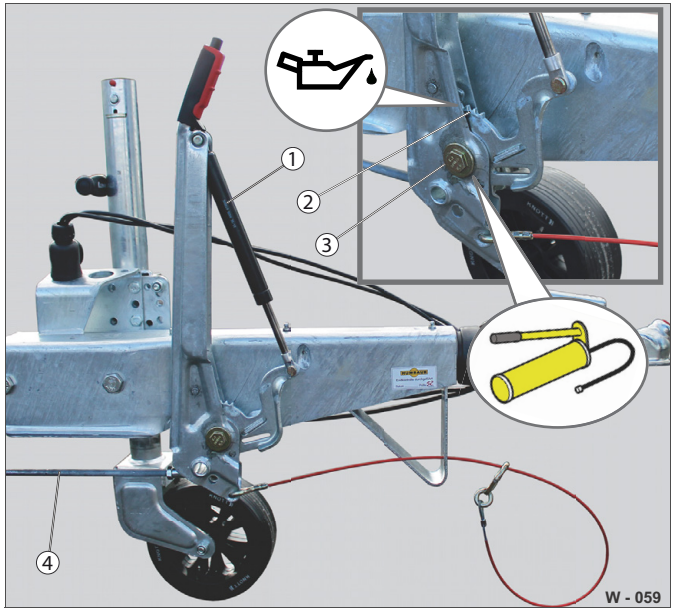

Abb. 47 Brzda: Mazací místa
Plynová pružina (Abb. 47/1) je bezúdržbová. Pokud síla klesá, musí být vyměněna.
- ▶ Překontrolujte deformaci brzdového táhla (Abb. 47/4) a páčky ruční brzdy s plynovou pružinou.
- ▶ Nakapejte trošku oleje na strojní zařízení na segment zubů (Abb. 47/2).
- ▶ Namažte ložiska (Abb. 47/3) tukem.